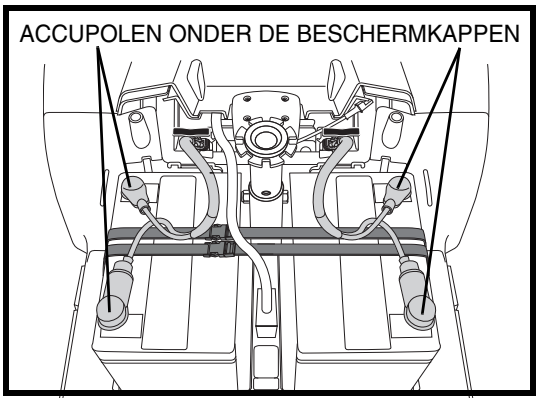

Figuur 14. Verwijderen/installeren van de accu's
3. Verwijder de behuizing van de accu door deze recht omhoog te trekken. **Zie figuur 14**.